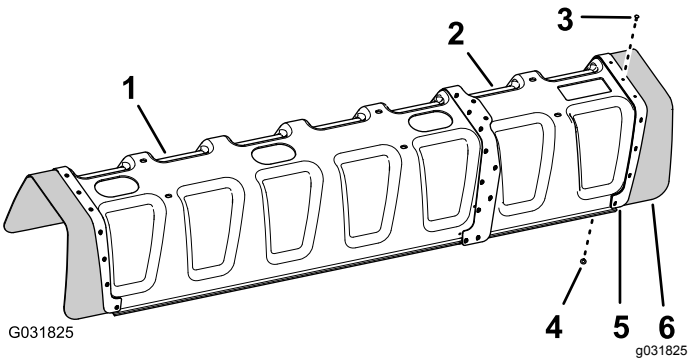

Figur 234
5. Innrett hullene i gummidekslet og forsterkningsplaten (enkel rad) som du fjernet i trinn 2 med hullene i enden av dekselutvidelsen (Figur 234).